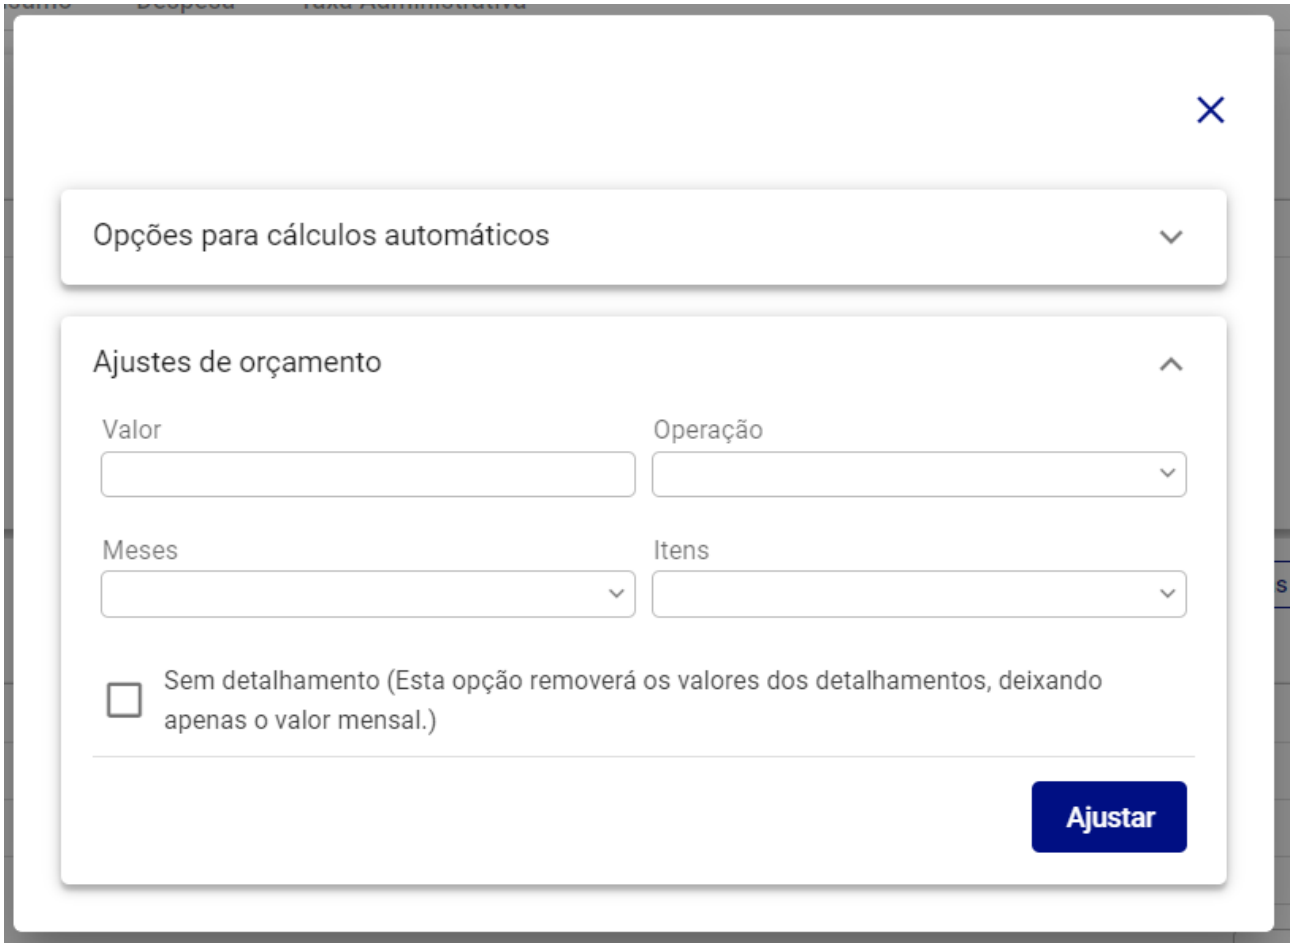

Figura 249: Ajustes de Orçamento
– **Ajustes de Orçamento (Figura 249):** Ferramenta para aplicar alterações em massa nos valores orçados.